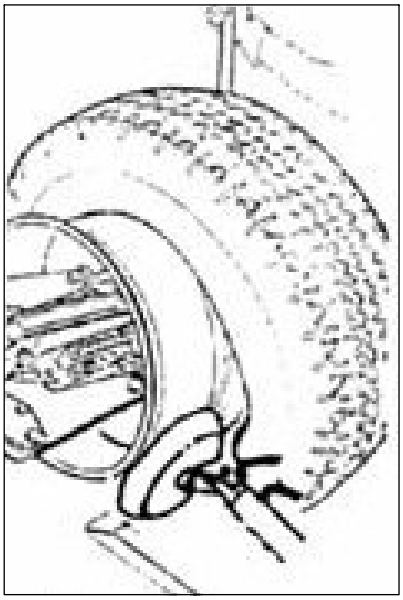

Fig. 12
7) Rodar a roda no sentido contrário ao dos ponteiros do relógio, até a jante do pneu estar completamente separada da jante da roda. (como mostra a ***Fig. 12***)